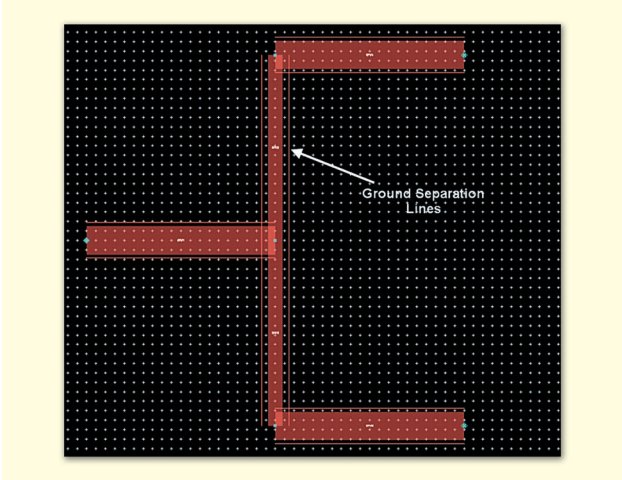

Рис. 180
- Створіть модель Т-подібного дільника потужності у вікні топології ADS. Модель може бути створена за допомогою доступних компонентів бібліотеки TLines (Лінії передачі) — Waveguide (Хвилевідні) або шляхом малювання прямокутників (рис. 180).